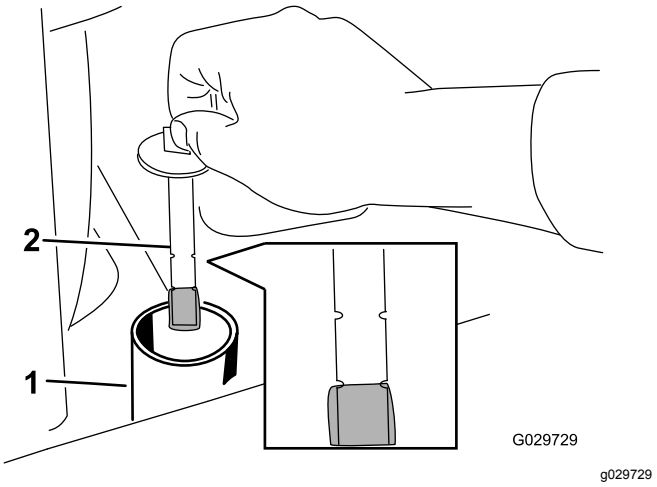

Rysunek 73
6. Wykręć korek zbiornika oleju hydraulicznego i wskaźnik poziomu oleju (Rysunek 73).